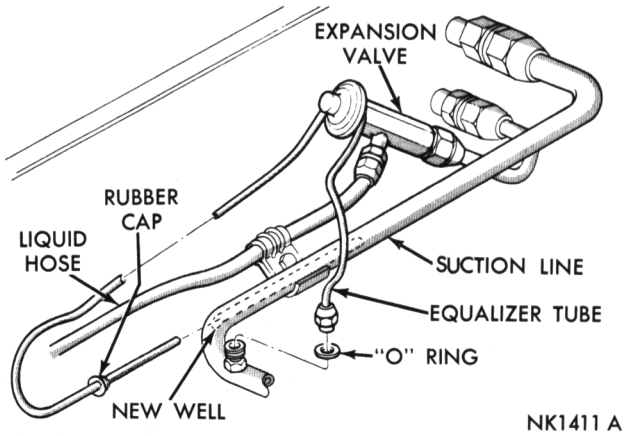

Fig. 85—Expansion Valve Details
(1) Remove equalizer tube from evaporator suction line fitting (Fig. 85).
(2) Disconnect expansion valve from elbow assembly and liquid line. Use two wrenches to loosen each of these connections.
(3) Carefully pull out capillary sensing tube from